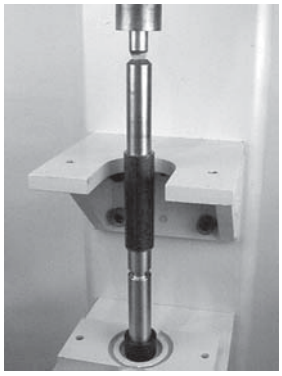

Figure 81
4. À l'aide d'une presse à mandriner, ou d'un outil similaire, pousser le roulement sur l'axe du rouleau **(Figure 81)**.